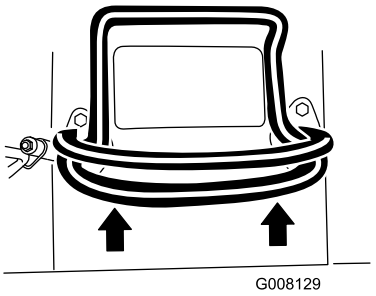

Figuur 6
- Om vooruit te rijden, beweegt u de tractiehendel naar voren (Figuur 6).